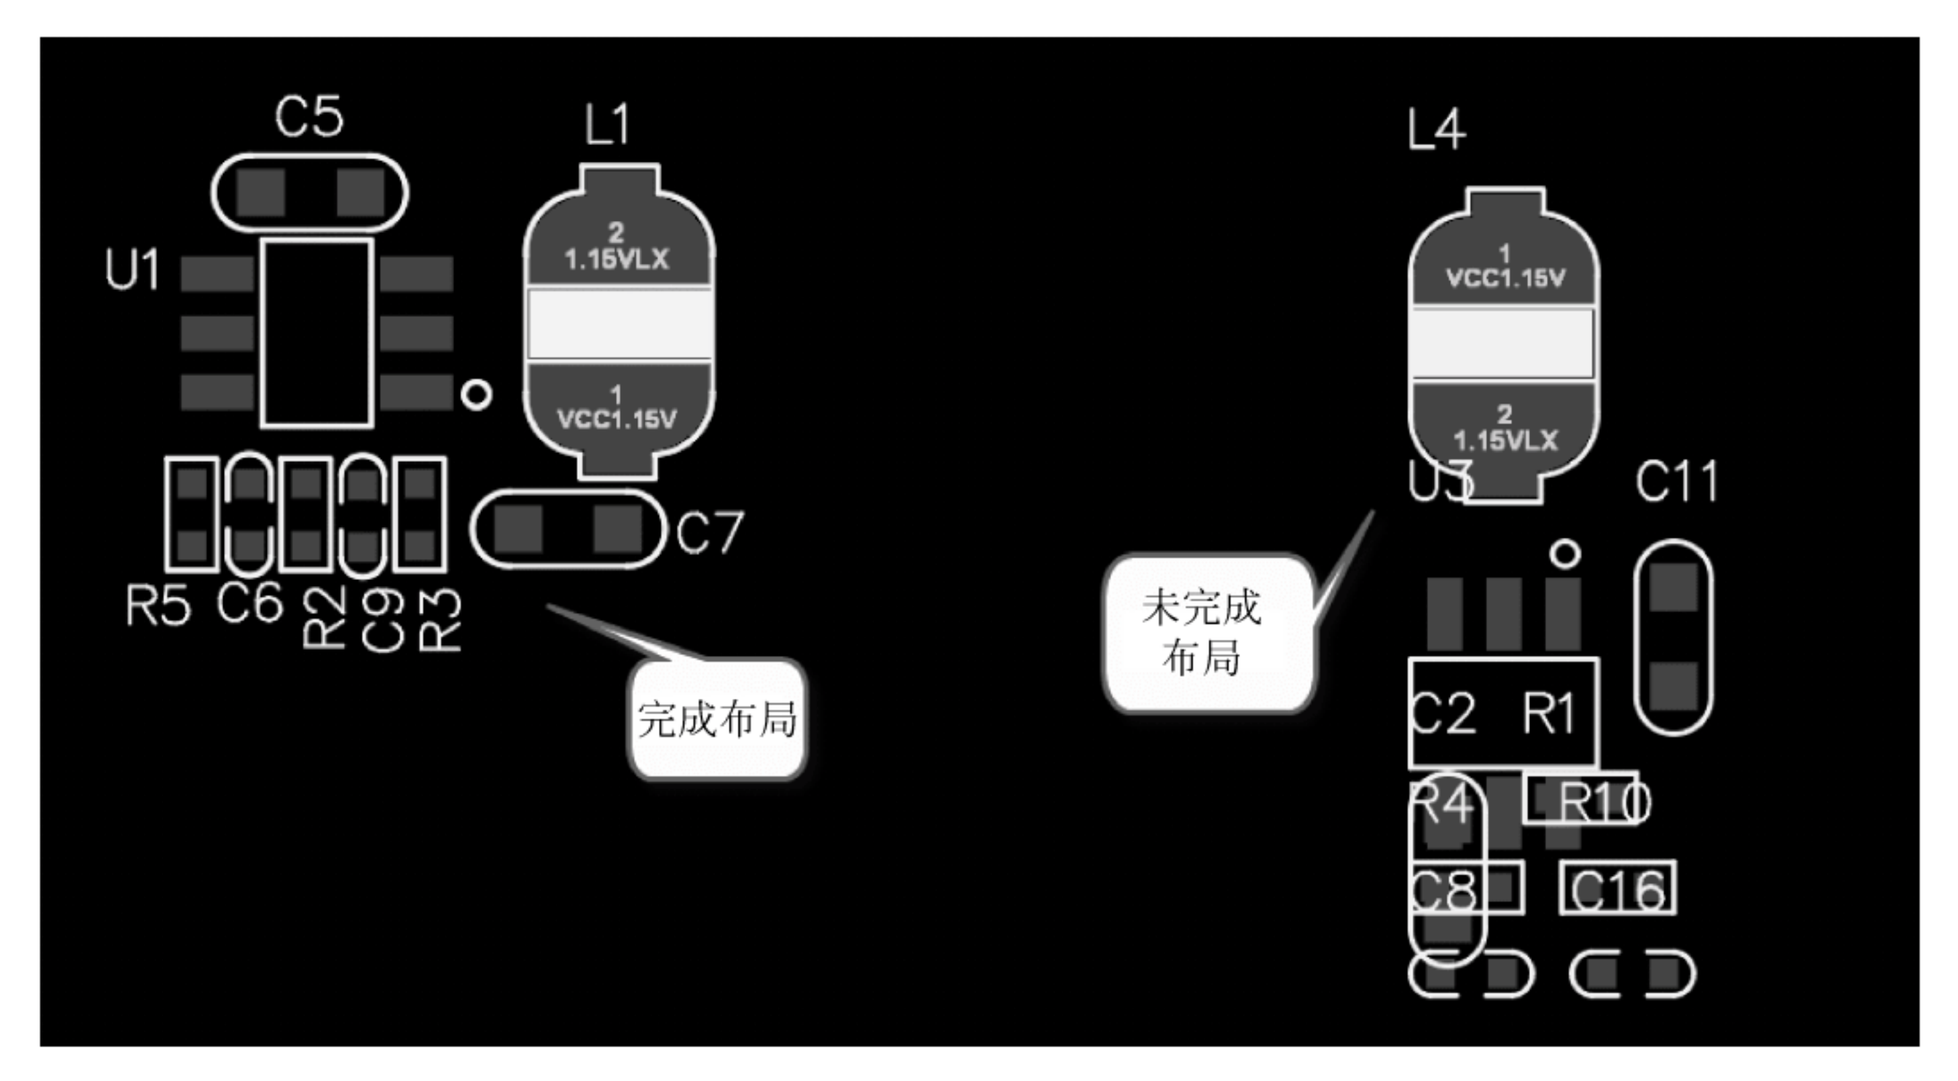

图 1-222 将其中一个模块完成布局
(1) 打开需要进行模块复用的原理图，在 PCB 中有两个或者多个模块是一样的布局布线，进行模块复用可以保证每一个模块的布局布线一模一样。
(2) 将原理图更新到 PCB 中，并将其中一个模块完成布局，如图 1-222 所示。